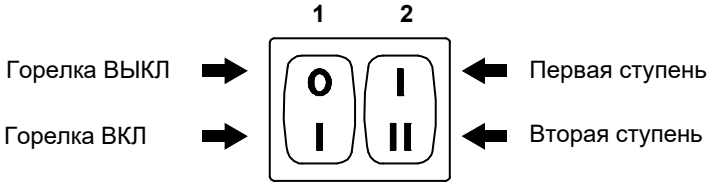

рис. 28
– переключатель 1)(рис. 28) в позицию “Горелка ВКЛ”;
– перключатель 2)(рис. 28) в позицию “Первая ступень”.
МАКСИМАЛЬНАЯ мощность должна быть выбрана в пределах диапазона мощностей, указанного на стр. 9. В описании выше мы оставили горелку включенной на 1-й ступени. Теперь включите переключатель 2) (рис. 28) в положение 2-й ступени: серводвигатель откроет воздушную заслонку и одновременно газовый клапан на 90°.
Поверните переключатель 2)Рис. 28 на стр. 25 в положение 1-й ступени: серводвигатель 1) закроет воздушную заслонку и одновременно закроет газовый дроссельный клапан на 15° (т.е. до заводской настройки).
– Если необходимо увеличить расход, перейдите ко 2-му этапу, активировав переключатель 2)Рис. 28 на стр. 25, и слегка увеличьте угол наклона оранжевого рычага небольшими, регулярными движениями (например, переместите его от 20° до 22° - 24°....). Теперь вернитесь к 1ой ступени и измерьте расход газа.
- выключите горелку с помощью переключателя 1)Рис. 28 на стр. 25;